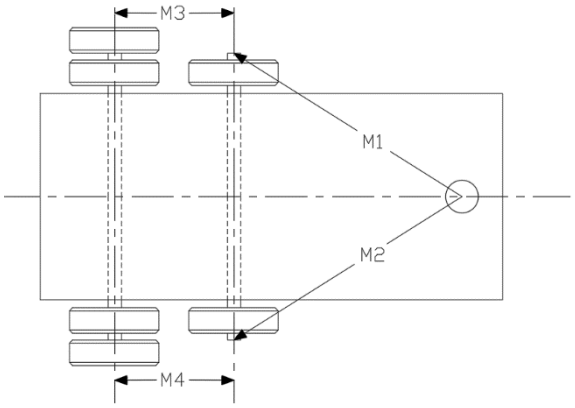

Figura 14. Medición del ángulo de desvío
El **ángulo de desvío** se mide en el eje delantero (el más próximo al "perno rey"). Para calcularlo se hace una diferencia entre las distancias del centro del *perno rey* a puntos iguales de cada lado del eje; dicha diferencia se compara con valores calculados de desviaciones máximas en los puntos en que se tomó la medición, y de esa manera se determina si el ángulo está dentro de tolerancia o fuera de ella, para su posterior ajuste por medio de la roldana excéntrica. (Figura 14)
2. Usando la cinta para medir (50 pies), tome las mediciones M1 y M2 (ver figura 14) que van del centro del perno rey (por medio del accesorio adecuado) a la punta de las extensiones de terminal de la rueda.